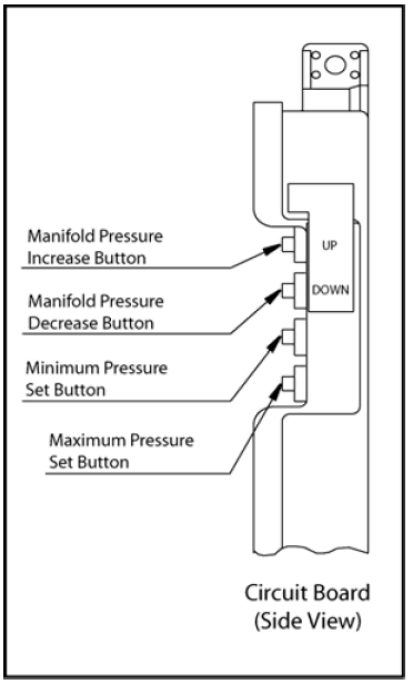

Fig. 6
- 10.Once the heater has ignited and has begun to run continuously, locate the manifold adjustment buttons on the right side of the circuit board (Fig. 6).